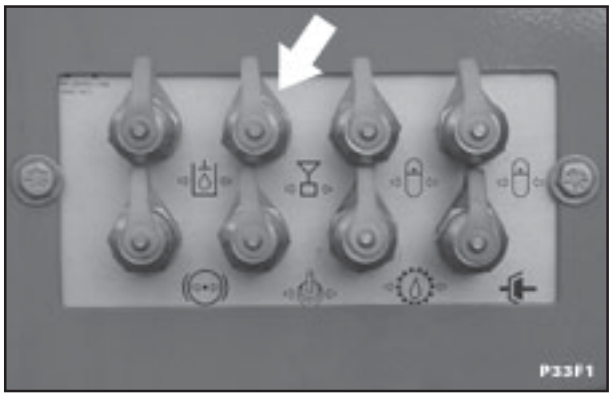

Fig.3
11. Remova a tampa antipó da tomada de teste (fig.3).
12. Conecte um manômetro de 345 bar (5000psi) à tomada de teste (seta - fig.3) na centralina localizada na lateral direita da máquina.